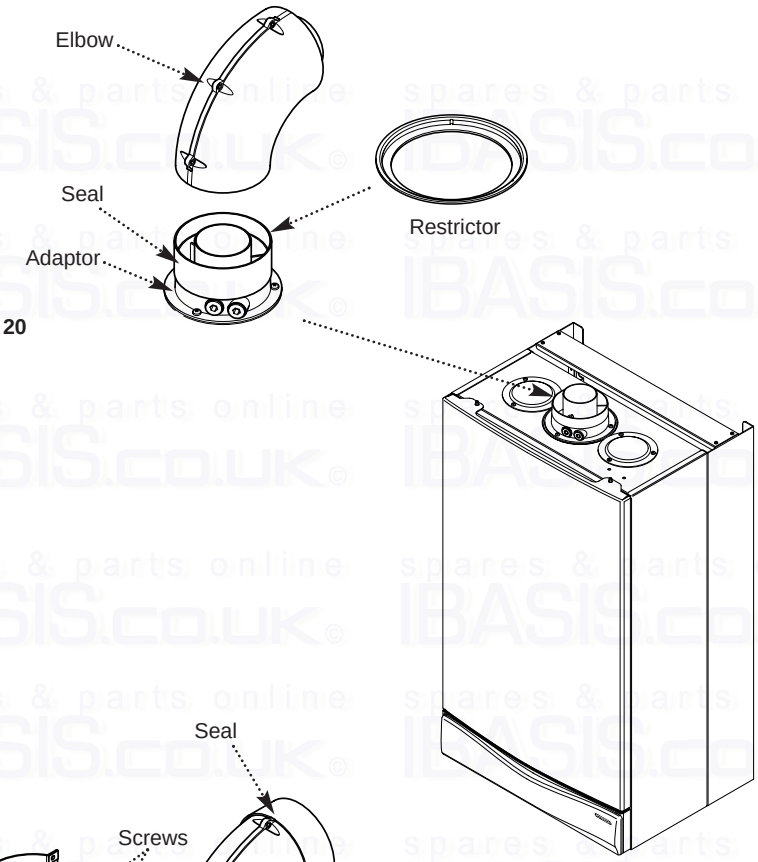

Fig. 20
**IMPORTANT:** If the equivalent flue length is greater than 1.5m the restrictor MUST be removed from the adaptor (Fig. 20).
8. Take one of the rubber seals and position it on the boiler flue adaptor. Engage the flue elbow on the adaptor and pull the sleeve up so that it equally covers the joint (Fig. 20).